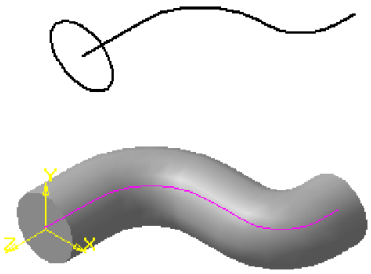

Рисунок 4 – Кинематическая операция
- кинематическая операция (перемещение контура вдоль направляющей), рисунок 4;